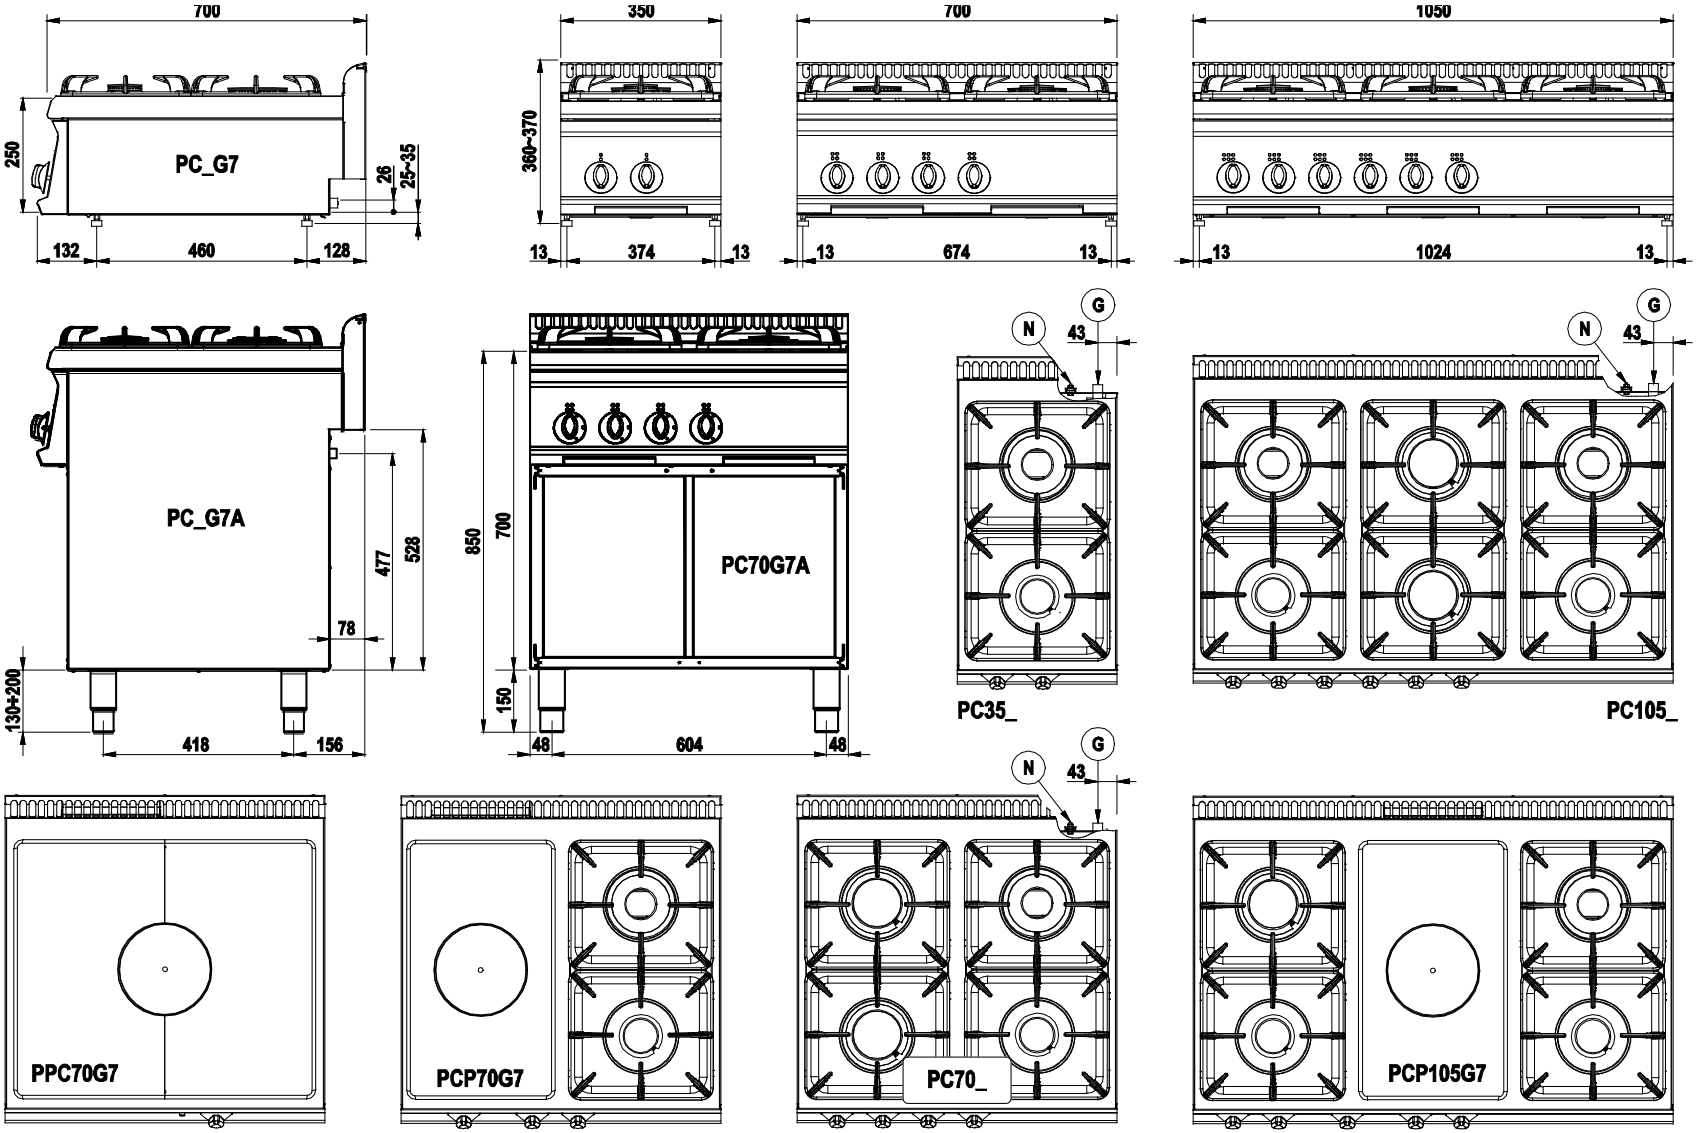

Fig.1 - Abb.1 - рис.1
Tutte le apparecchiature sono dotate di una rampa per il collegamento del gas. L'attacco per il collegamento alla rete del gas "G" (fig.1) corrisponde alle prescrizioni ISO 7/1 e ISO 228/1 (DK) con attacco ø ½", esso è situato nella parte inferiore della macchina.